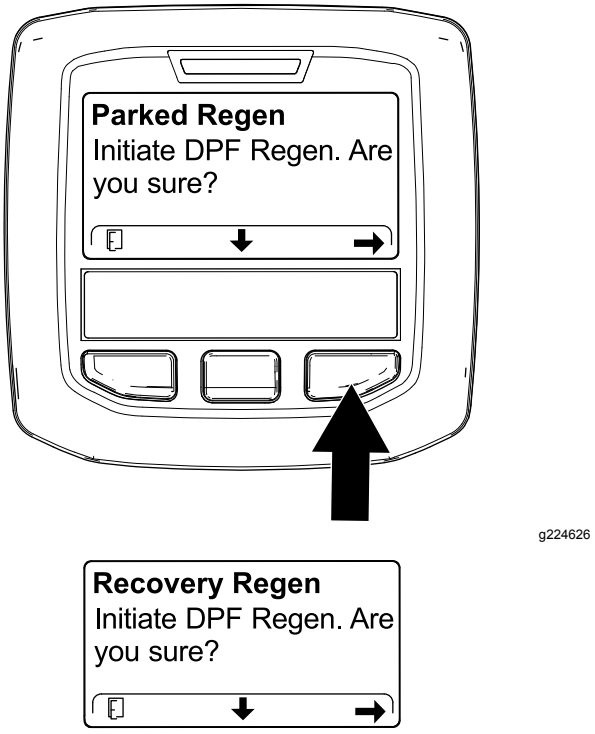

Figuur 59
4. Druk in het scherm INITIATE DPF REGEN op de rechterknop om verder te gaan (Figuur 59).